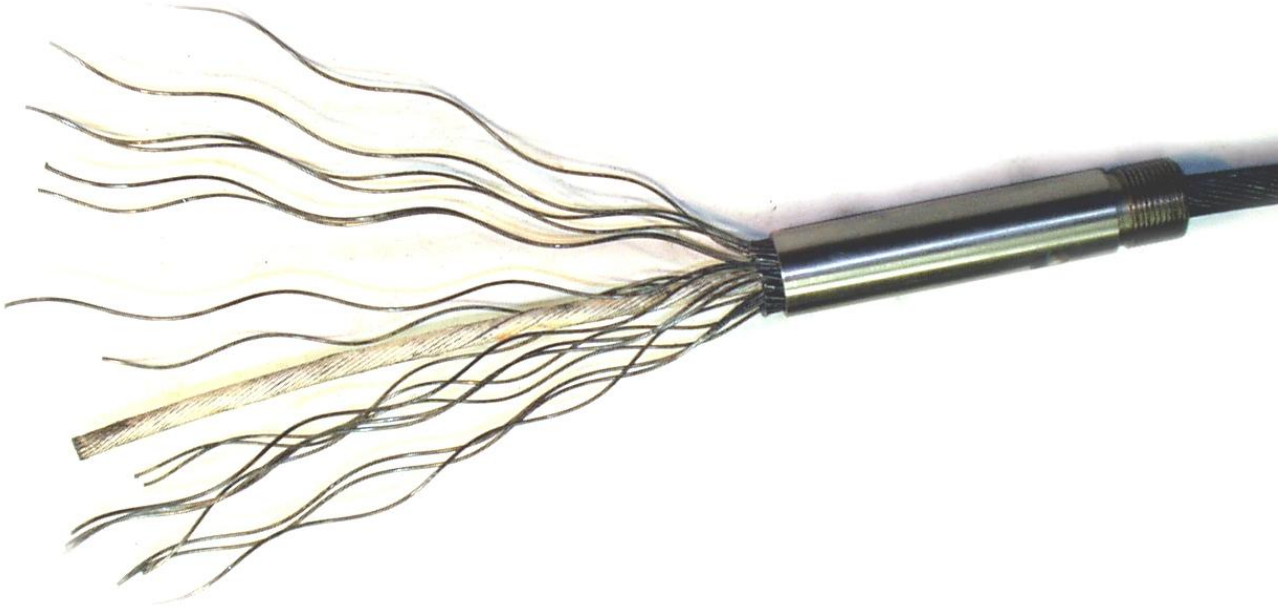

Рис.13
13. Аккуратно обрезают выступающие (рис. 13) проволоки нижнего повива брони.